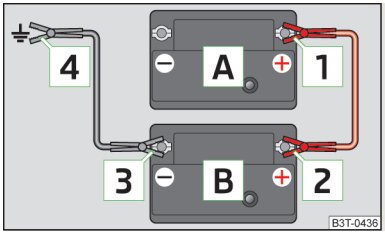

Fig. 113
- Attach clamp 1 to the positive terminal of the discharged battery A » Fig. 113 .